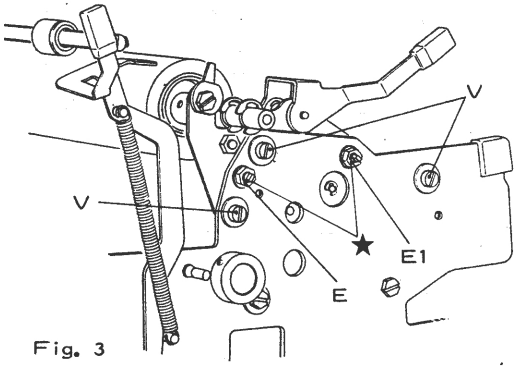

Fig. 3
- Ottenere le condizioni agendo sugli eccentrici E - E1 Fig. 3